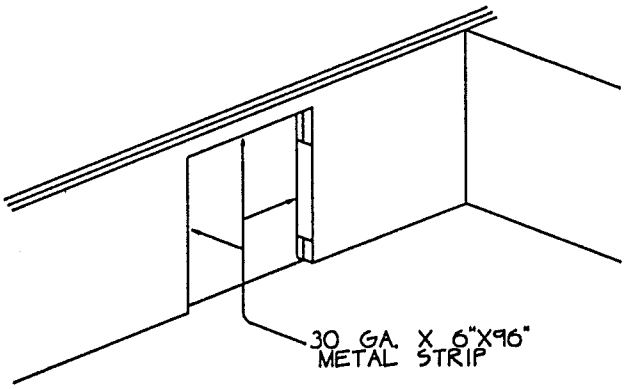

FIGURE 20
28. All archways in the common wall should now be secured with 6" x 96" strips of 30 gauge metal. The metal should be secured with 1 1/4" galvanized roofing nails. One strip of metal should be used for the top of the archway as well as two pieces on each side. (See Figure 20)